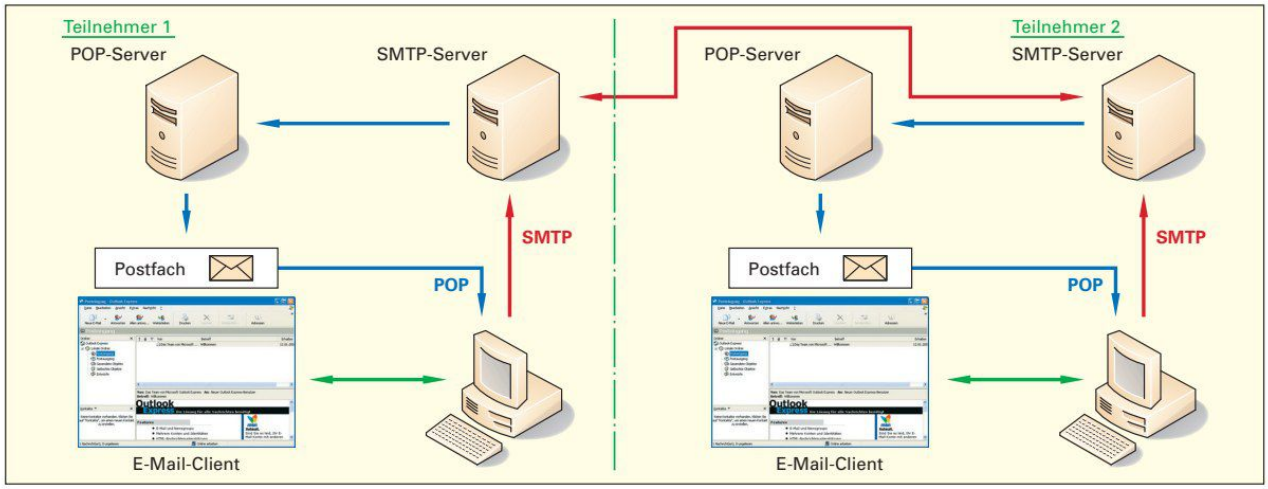

Bild 3: Prinzipieller Weg einer E-Mail im Internet
3. Für das Versenden von E-Mails wird ein E-Mail-Client-Programm benötigt, mit denen E-Mails an einen E-Mail-Server **(Bild 3)** versandt oder davon abgeholt werden können. Der E-Mail-Client muss dazu konfiguriert werden.
5. Nennen Sie die grundlegenden Einstellungen bzw. Eingaben die notwendig sind, um ein E-Mail-Client-Programm zum Versenden und Abholen von E-Mails über die notwendigen Server **(Bild 3)** einzurichten.